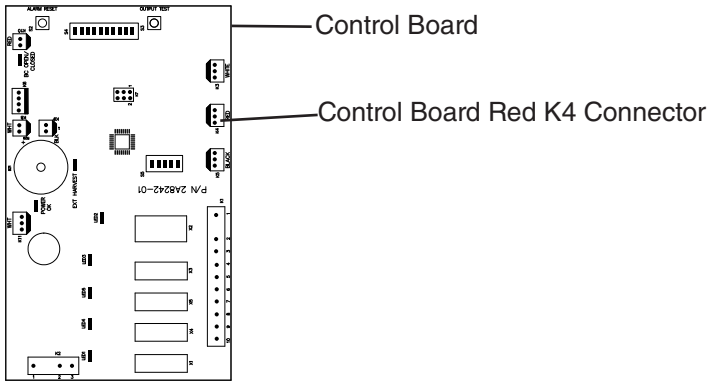

Fig. 8
14) Connect the bin control cable connector to the control board red K4 connector. See Fig. 8.